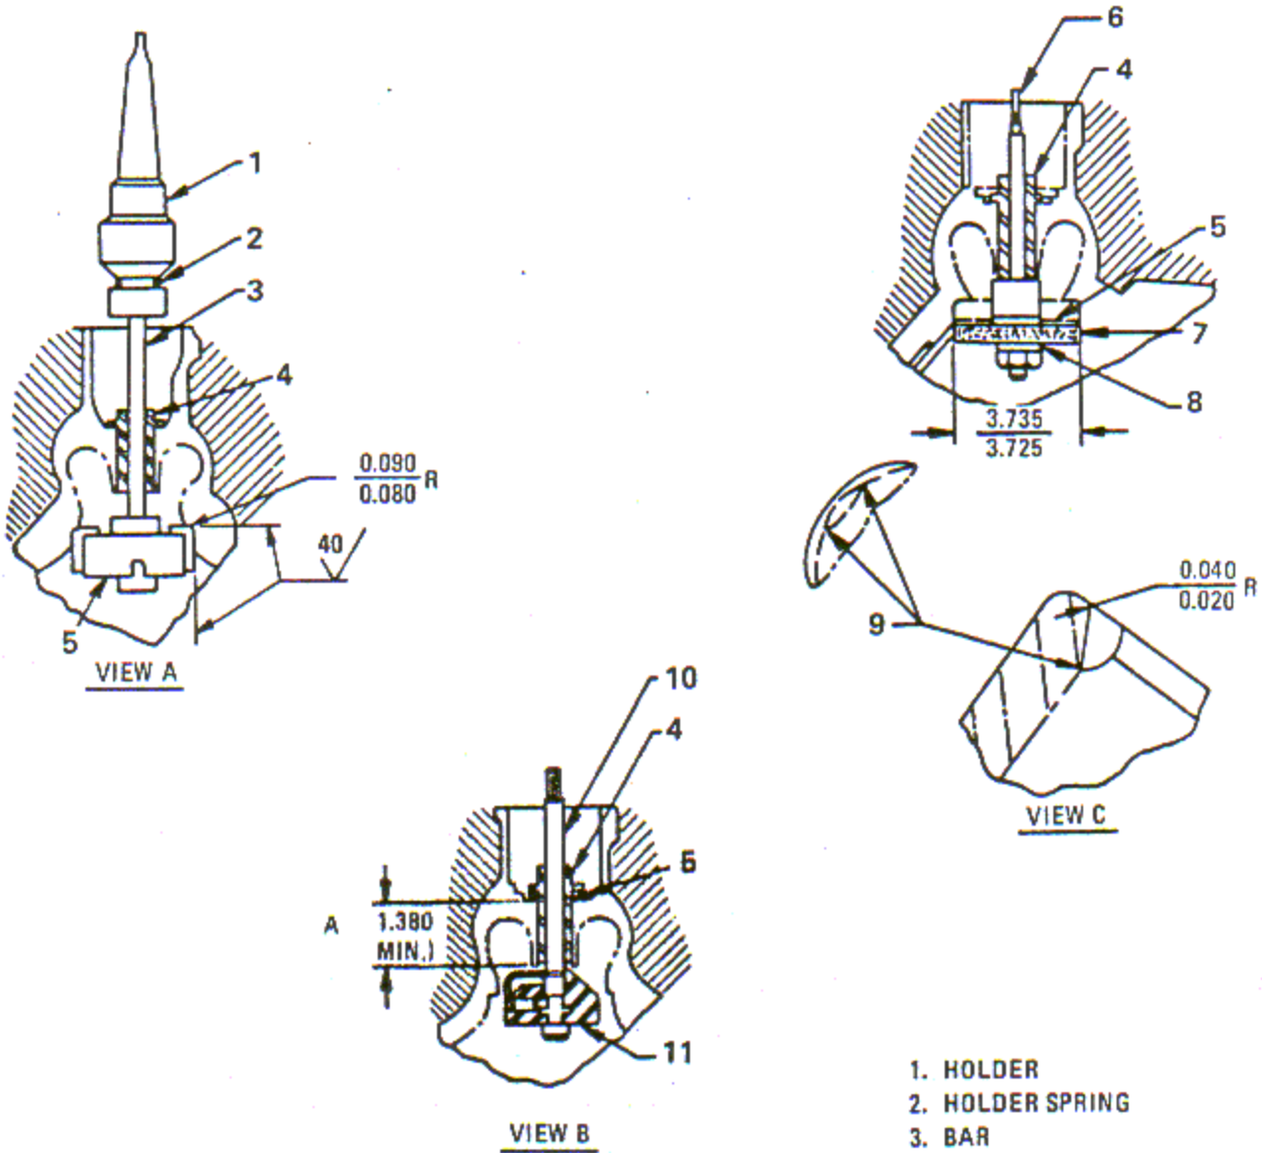

Figure 6-146. Bore Valve Seat Recess Back Spotface and Chamfer Bottom of Valve Guide Boss
a. Measure the guide boss hole length with a 1.380 inch checking gage, see figure 6-146, view B. If the gage passes over the boss, the cylinder is no longer serviceable. Using a suitable checking gage, measure the minimum thickness between the guide-boss hole and the outer surface of the boss in an eroded area. The cylinder is no longer serviceable if the thickness is less than 0.150 inch.
e. Assemble proper size cutter to bar, and pass the bar up through the dummy guide. Attach the end of the bar to the holder, placing the holder spring between the collar and body of the holder. See figure 6-146, view A.
g. If interference is encountered between the larger oversize recess cutters and the top of the cylinder barrel, the barrel must be ground in accordance with the following steps. See figure 6-146, view C.
h. Determine the valve guide boss hole length using checking gage. If the boss length is less than 1.480 inches (standard), locally fabricate a spacer to be used with arbor (6) to compensate for the undersize boss length.
m. Remove the recess cutter assembly from the cylinder and replace the holder in the drill press spindle with a suitable chuck. Install spacer under the dummy guide (4) as shown in figure 6-146, view B.
the scallop as shown in figure 6-146, view C, using a small pneumatic grinder and charged wheel. Break all sharp edges.